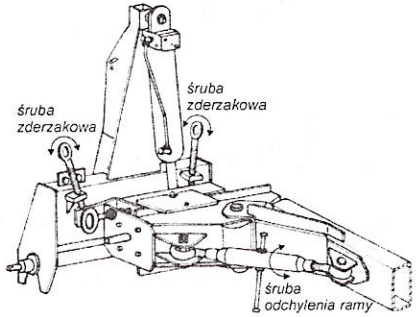

Rys.12.
- wypoziomowania pługa w kierunku poprzecznym dokonaj lewą lub prawą śrubą zderzakową (Rys. 12) tak, aby grządziele korpusów były prostopadłe do płaszczyzny terenu. Opis wykonania tej czynności podano w pkt. 6.6.
- obracając śrubę zderzakową nastawić żądane pochylenie. Drugą śrubę zderzakową nastawić na ten sam wymiar – prawidłowość jej ustawienia sprawdzić w następnej bruździe po obrocie pługa o 180° (Rys.12);
- Regulację podłużną przeprowadź za pomocą śruby odchylania ramy (cylindra bocznego). Jeżeli po zagłębieniu pługa prawymi (lub lewymi) korpusami przodek wraz z cięgłami dolnymi ciągnika przemieszcza się od osi ciągnika w stronę niezaoranego pola (calizny) – skróć śrubę odchylania ramy – Rys. 12 (cylinder boczny).
Po zmianie szerokości korpusu należy również zmienić długość śruby odchylania ramy (Rys.12), cylindra bocznego (Rys. 16 a).